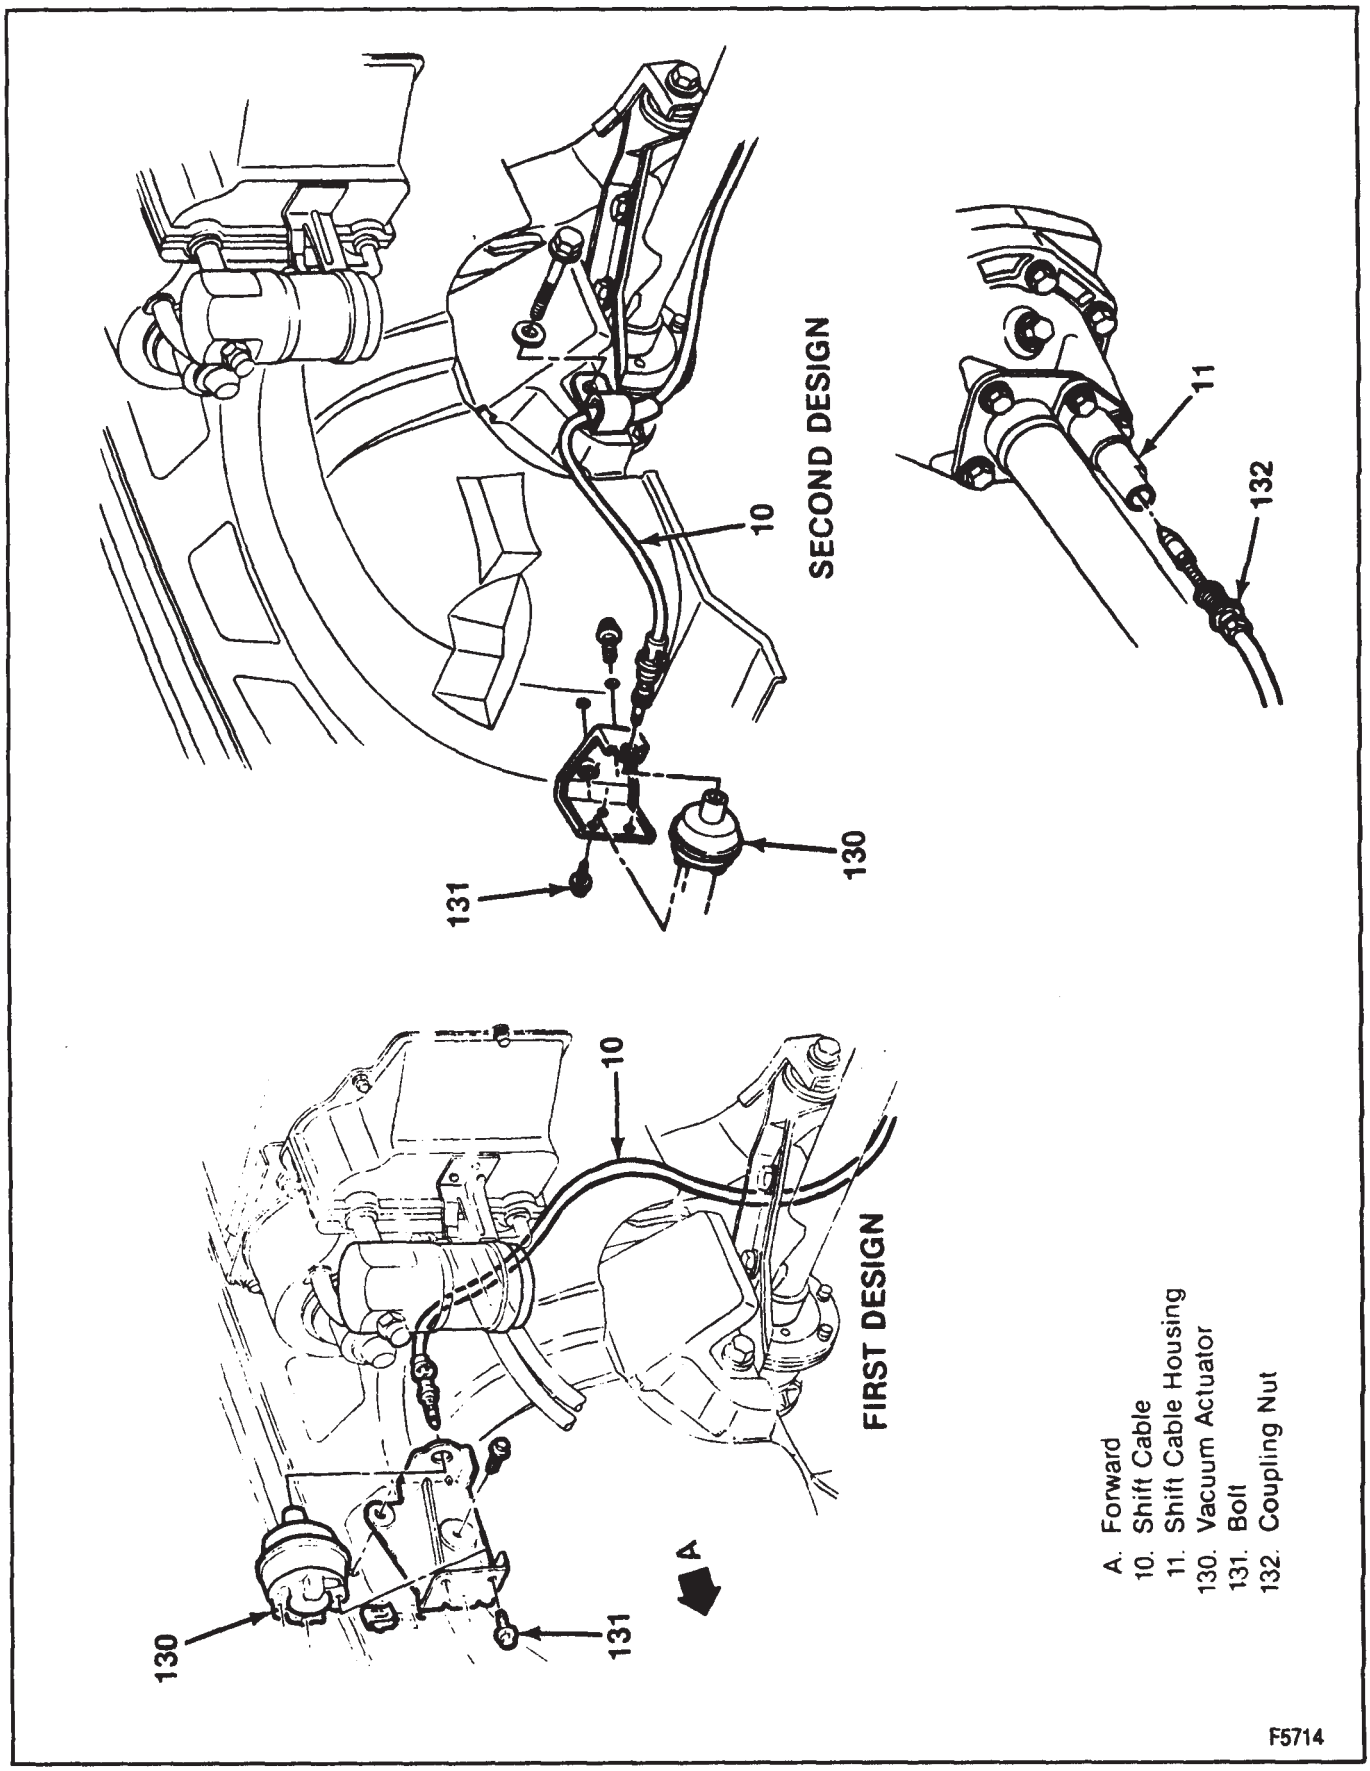

Figure 12—Shift Cable
Remove or Disconnect (Figures 12 through 15)
Install or Connect (Figures 12, 16, and 17)
4. Shift cable to the vehicle. Route as shown in figure 12.
Remove or Disconnect (Figure 12)
Install or Connect (Figure 12)